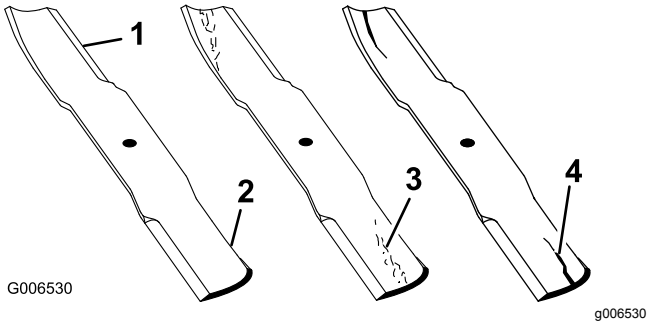

Figur 132
2. Undersøg omhyggeligt skæreknivens skær (især der hvor den flade side og den buede side mødes), som vist i Figur 132.
Bemærk: Da sand og slibematerialer kan bortslide det metal, der forbinder den flade og den buede side af skærekniven, skal skærekniven kontrolleres, før plæneklipperen anvendes. Hvis du bemærker tegn på slid, skal skærekniven udskiftes (Figur 132).